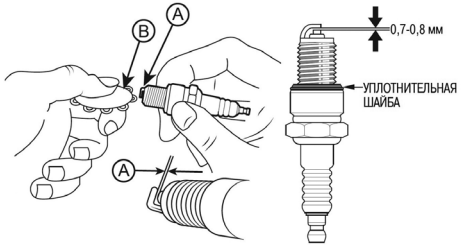

**Рис. 22 Обслуживание свечи зажигания**
4. Измерьте зазор А между электродами свечи зажигания специальным щупом В. Зазор должен быть 0,7-0,8 мм (Рис. 22). При увеличении или уменьшении требуемого зазора, рекомендуется заменить свечу, так как регулировка зазора может привести к изменению качества искрообразования.